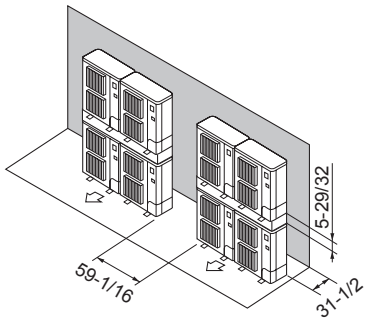

Fig. 3-17
⑦ Disposition pour appareils empilés (Fig. 3-17)